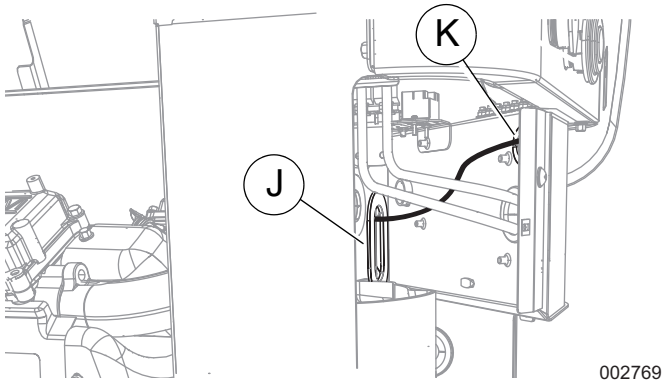

Figure 11. Acheminement des fils au branchement du client (modèles de 11 à 22 kW)
6. Faites passer les fils dans l'œillet de faisceau (J) de la cloison du moteur.
7. Voir la *Figure 11*. À partir de l'enceinte d'entrée d'air, faites passer les fils dans l'œillet du panneau de branchements du client (K). Fixez tous les fils avec des fils d'attache en plastique à au moins 1 cm (0,5 po) des tuyaux de carburant.